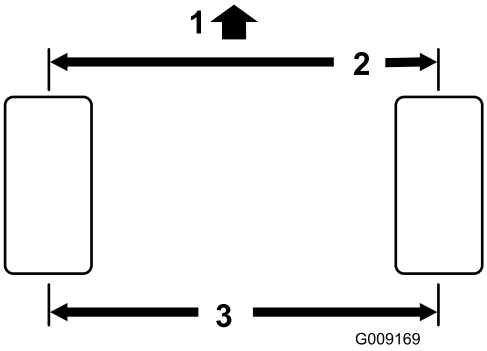

Figur 54
2. Mål afstanden fra midte til midte (i akselhøjden) på de styrende dæk, foran og bag akslen (Figur 54). Afstanden skal være indenfor 0 ± 3 mm foran på dækket end bagpå. Drej dækket 90 grader og kontroller afstanden igen.